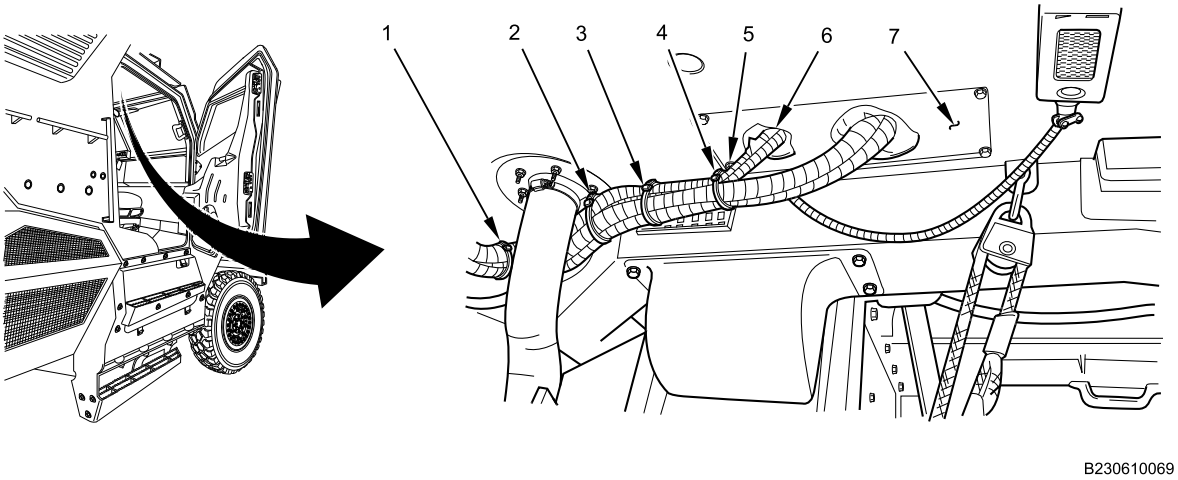

Figure 3. Roof Access Plate.
5. Remove and discard four cable lock straps (Figure 3, Item 1, 2, 3 and 4) securing harnesses together.
6. Pull the clearance lights cabin jumper harness (Figure 3, Item 5) through the opening (Figure 3, Item 6) in the roof access plate (Figure 3, Item 7).